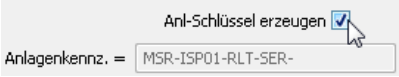

Bild 18.48 – Einschalten der automatischen Anlagenschlüssel-Erzeugung in der Kopie
- Schalten Sie über *Ändern, Allgemein* dieser Anlage die automatische Vergabe von Anlagen- und Benutzerschlüsseln ein, indem Sie die Checkbox *Anl-Schlüssel erzeugen* aktivieren (Abb. 18.48). Die Änderung wird im Editierfeld darunter angezeigt.